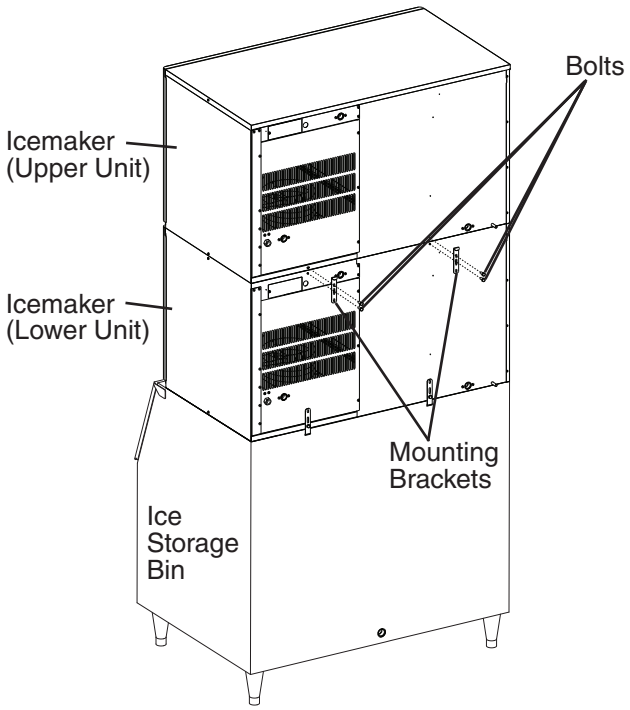

Fig. 5
6) Secure the upper unit to the lower unit using the 2 mounting brackets and the bolts provided. See Fig. 5.